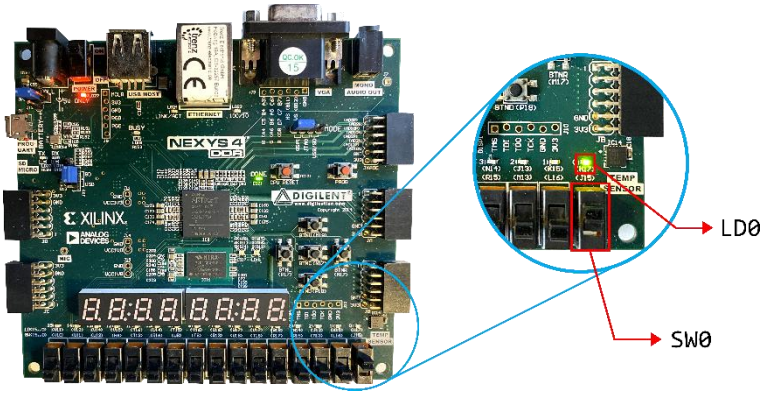
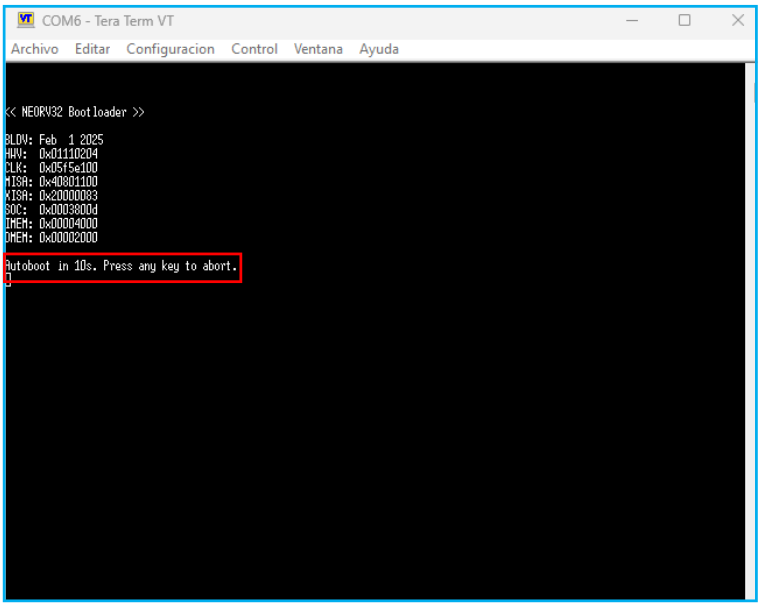

Fig.4. Vista superior del `SW0` y `LD0` de la placa Nexys4 DDR.
Fig.5. Mensaje de inicio del *bootloader* mostrado por el terminal.
5. Una vez configurado el puerto serie, se debe activar el *reset* del NEORV32 (`rstn_i`) mediante el interruptor `SW0` (Fig.4). Tras esto el `LD0` comenzará a parpadear y aparecerá un mensaje del *bootloader* por el terminal (Fig.5). Antes de que transcurran 10 segundos se debe presionar cualquier tecla para acceder al menú del *bootloader*.